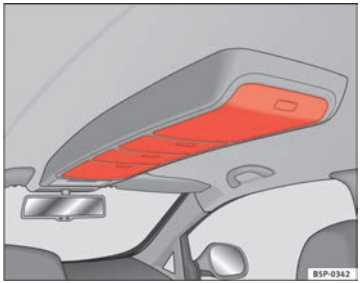

Fig. 103 Roof storage compartments
– Press the button on the cover to open these compartments ⇒ Fig. 103. The cover will then open.